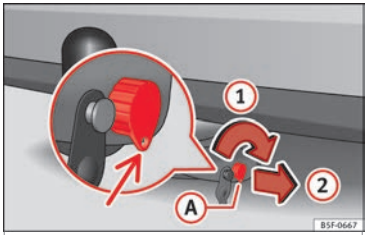
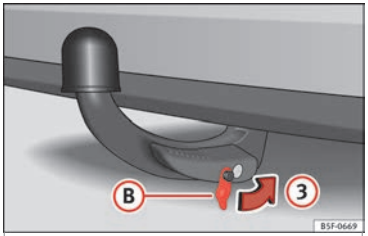

Fig. 224 Bloquear cerradura
Fig. 225 Colocar la tapa sobre la cerradura
- Gire la llave (A) en el sentido de la flecha (1) hasta que la parte agujereada de la llave llegue a su posición inferior **»» fig. 224**.
- Extraiga la llave en el sentido de la flecha (2).
- Coloque la tapa (B) en la cerradura en el sentido de la flecha (3) **»» fig. 225 »»** ❗.